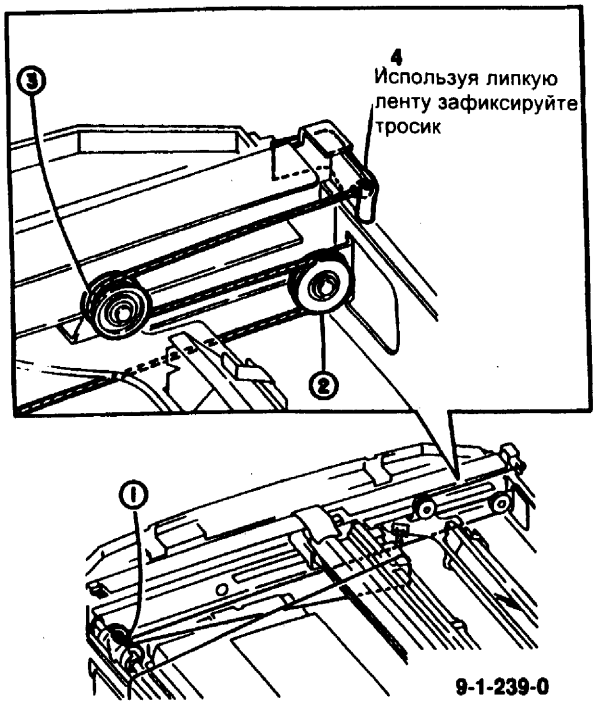

Рис. 8 Прохождение тросика с большим шариком
7. (Рис. 8) Проведите тросик с большим шариком от нижнего шкива (1) к крайнему левому шкиву (2) (вверх). Затем проведите тросик к шкиву половинного хода (3). Зафиксируйте тросик на раме, используя липкую ленту (4).